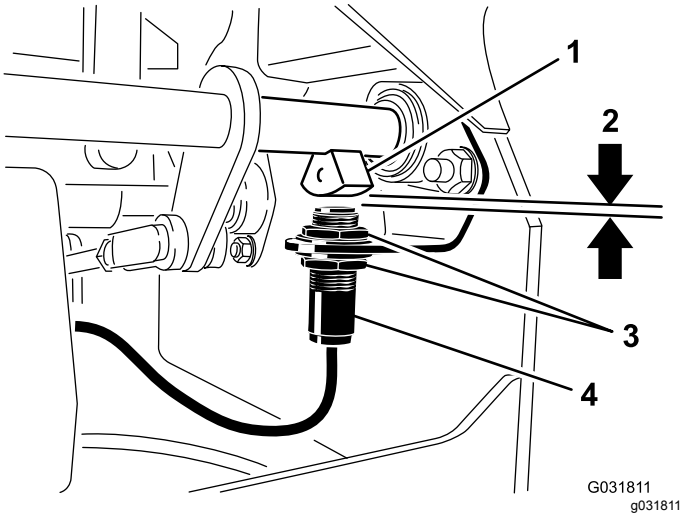

Figuur 44
4. Beweeg de schakelaar op of neer op de beugel tot de afstand tussen de sensor van de remas en de plunjer van de schakelaar 4 mm bedraagt; zie (Figuur 44).